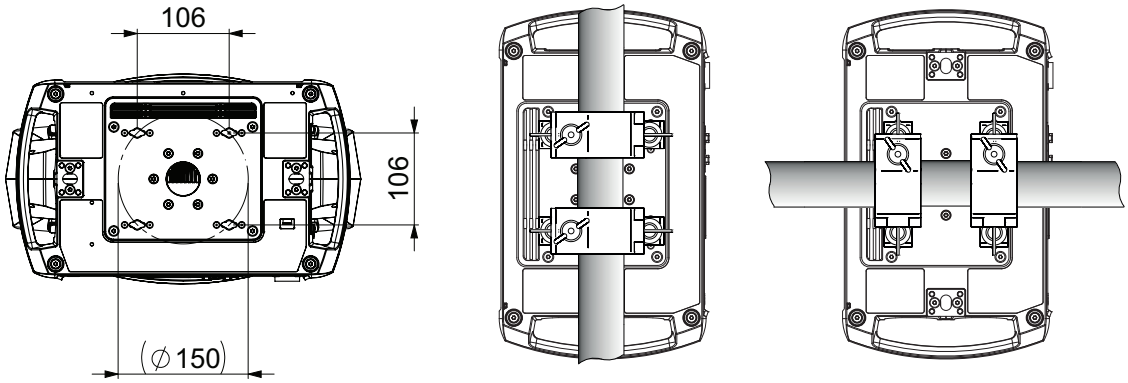

Figure 3 : Points de montage des embases Omega
Les points d'accroche au niveau de la base permettent le montage d'embases Omega équipées d'accessoires de suspension comme indiqué dans la Figure 3.
3. Voir la Figure 3 en page 10. Alignez le premier collier et son embase avec 2 points d'accroche de la base, puis engagez les deux inserts à quart de tour dans les emplacements correspondants de la base. Voir Figure 4. Tournez les leviers des inserts à quart de tour de 90º dans le sens horaire pour verrouiller. Répétez cette procédure pour la deuxième embase.